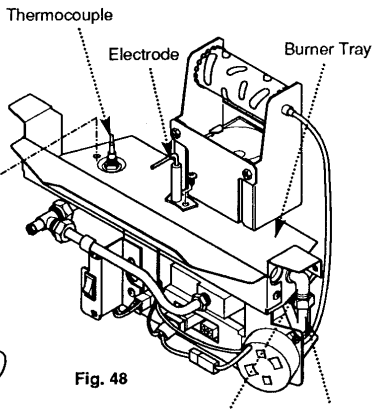

Fig. 48
1. Undo the screw retaining the spark electrode to the burner tray (Fig. 48).